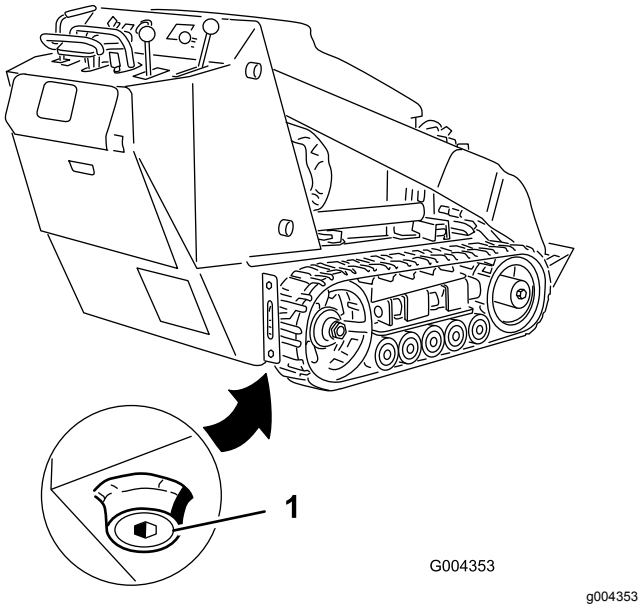

**Figur 33**
4. Ta bort avtappningspluggen (Figur 33).